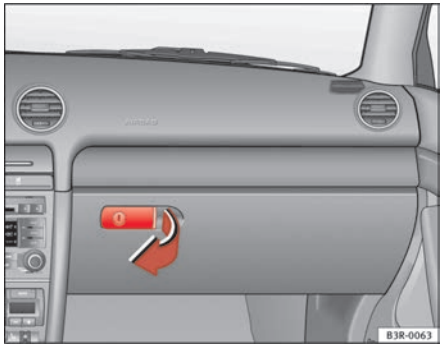

Fig. 137 Glove compartment
– Pull the handle on the lid in the direction indicated (arrow) ⇒ fig. 137 and open the lid.
– Open the glove compartment ⇒ fig. 137.